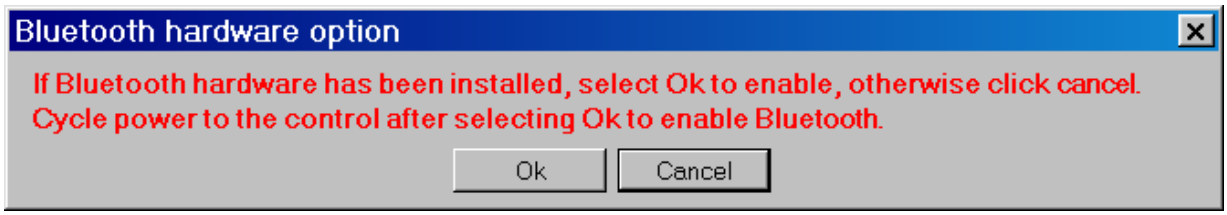

Figure 4-34 Bluetooth Option Dialog Screen
- If the Bluetooth option is disabled in the control, TapTalk will display the Bluetooth Hardware option dialog screen (Figure 4-34).
2. If the Bluetooth Hardware option dialog screen (Figure 4-34) is displayed, proceed as follows: